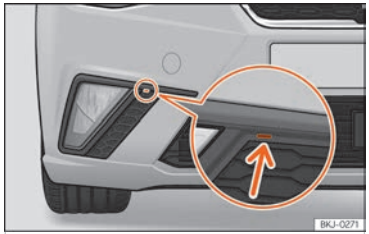

Fig. 165 Faro antiniebla: extraer la rejilla
- Haga palanca con un destornillador en la muesca ››› **fig. 165** (flecha). Seguidamente desclipe los clips situados en el contorno de la rejilla, haciendo un pequeño movimiento de palanca.